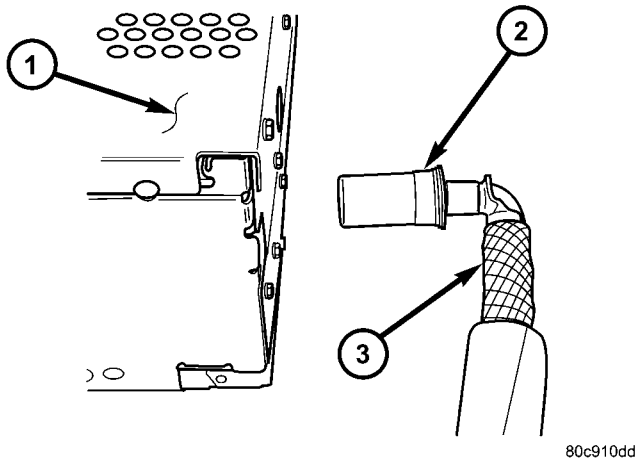

Fig. 4 ANTENNA TO RADIO
(6) Disconnect the antenna cable by pulling the locking antenna connector away from the radio (Fig. 4)